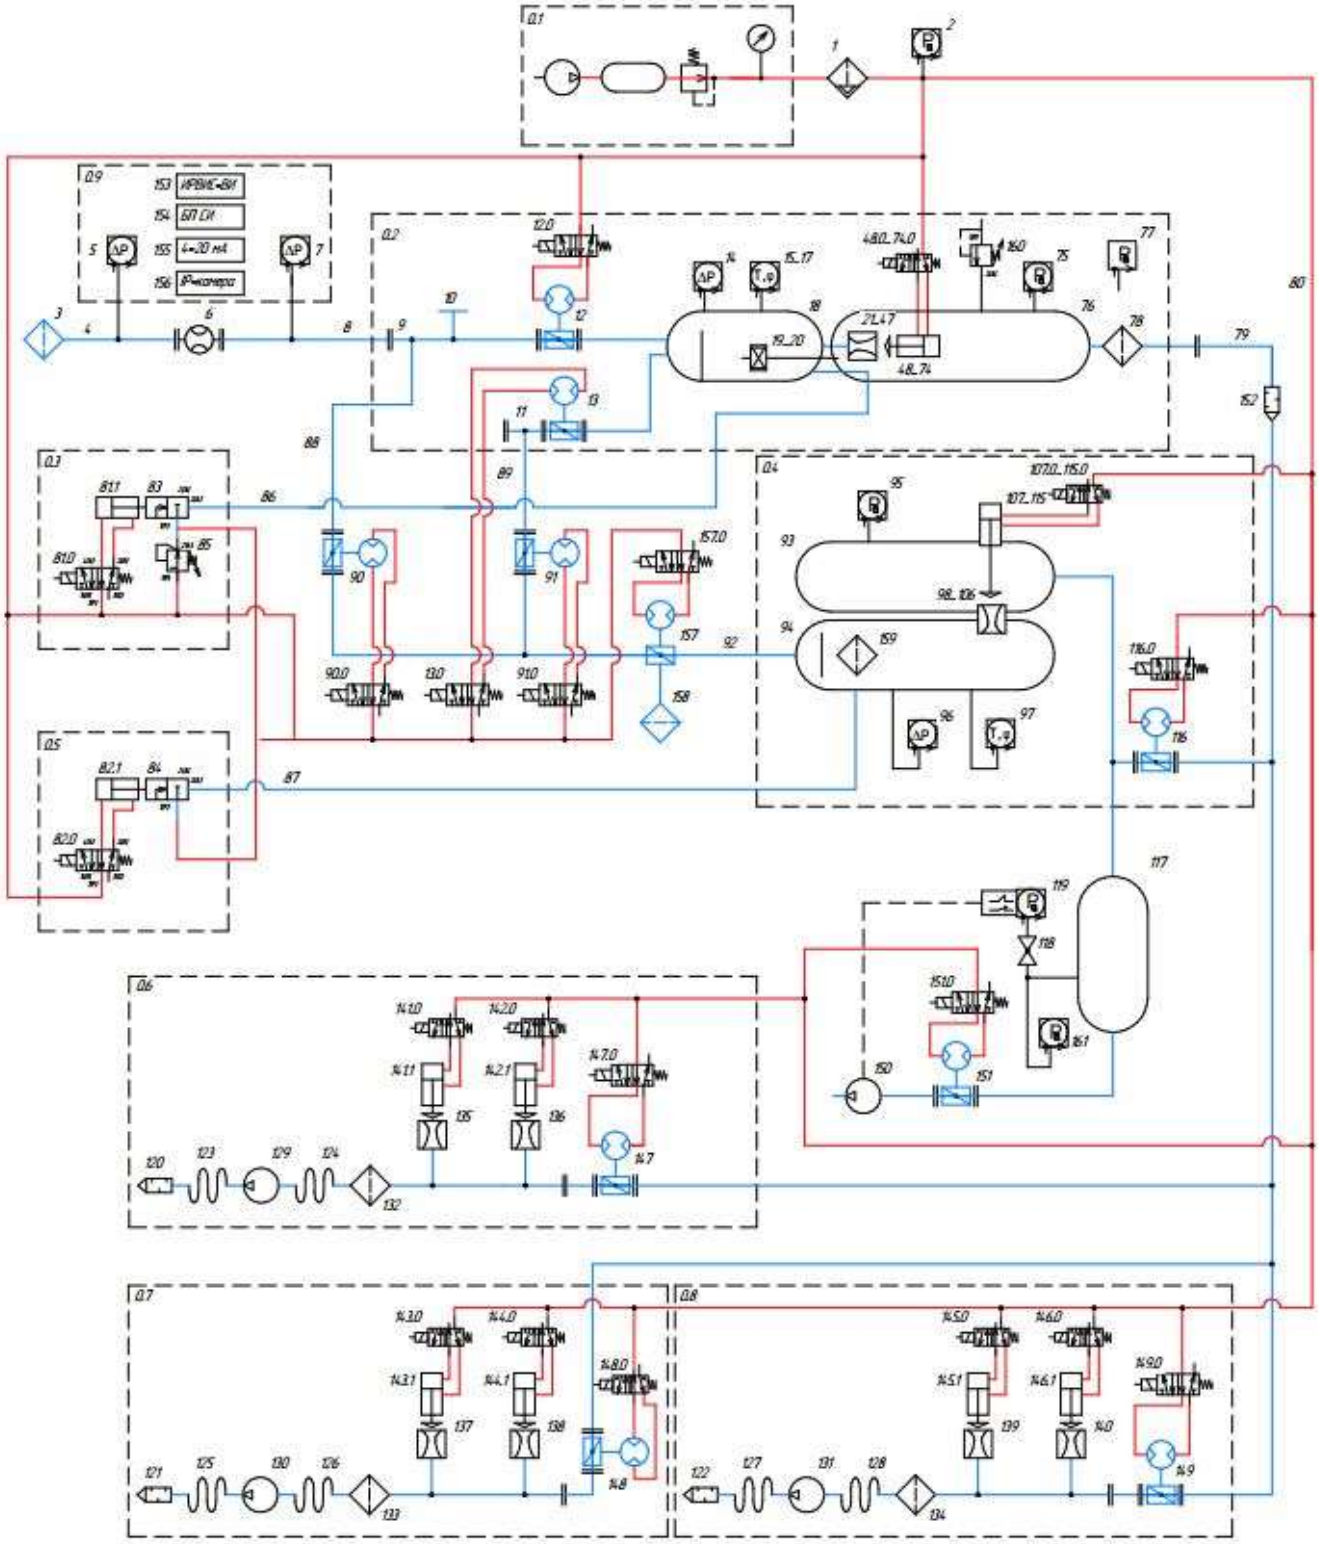

Рисунок 14 – *Пневмогидравлическая схема работы установки. Расшифровка позиций приведена в Приложении Г*
2.4.1.6 Физически установка работает следующим образом (рис. 14). Воздух в тракте установок приводится в движение воздуходувками *129 - 131*, работающими на всасывание (при малых расходах вместо воздуходувок воздух приводится в движение вакуумным насосом *150*). Из рабочего помещения воздух поступает в ИМ, содержащую прямой участок до поверяемого СИ (предвключенный участок) *4* и прямой участок после СИ (поствключенный участок) *8*, между которыми устанавливается поверяемое СИ *6*. Далее, в зависимости от положения задвижек *12, 13, 90 и 91*, воздух попадает в ресиверы *18, 94* и через набор ЭПР *21-47, 98-106*, которые установлены в специальных посадочных местах на герметичных перегородках, поступает в сопловые блоки *76, 93*. Затем воздух через соединительную магистраль *79* отсасывается воздуходувками (вакуумным насосом) и удаляется из помещения. Для исключения работы воздуходувок в режиме помпажа, который возникает при расходах ниже минимально допустимого воздуходувкой, и при запуске воздуходувок открываются противопомпажные сопла *135 - 140*. При расходах, превышающих минимально допустимый расход по расходно-напорной характеристике конкретной модели воздуходувки, противопомпажные сопла автоматически закрываются.
где $\Delta P_{с.б_а.}$ – перепад давления между сопловым блоком и атмосферой, Па (*поз.75 (95)*, рис. 14);
$P_а$ – атмосферное давление, Па (*поз. 77*, рис. 14);
$\Delta P_{рес_а.}$ – перепад давления между ресивером и атмосферой, Па (*поз.14 (96)*, рис.14).
2.4.1.10 Температура и влажность воздуха в тракте установок контролируется при помощи термогигрометров (*поз. 15…17, 97*, рис. 14), чувствительные элементы которых установлены в ресиверах. Величины измеряемых параметров поверочной среды отображаются на индикаторах приборов и компьютере оператора.